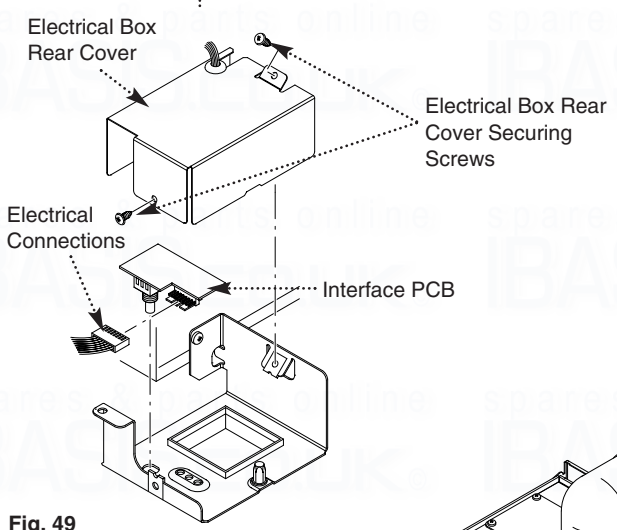

Fig. 49
3. Remove the two rear cover securing screws and remove the rear cover (Fig. 49).
4. Lift the PCB from the electrical box and remove the electrical connections (Fig. 49).